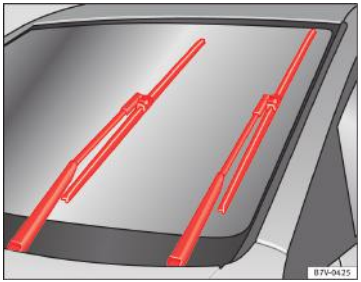

Fig. 137 Ştergătoarele de parbriz în poziția de service
– Puneți şi luați contactul şi (înainte de trecerea a aprox. 9 secunde) mutați maneta ştergătoarelor de parbriz în poziția ştergere intermitentă. Ştergătoarele de parbriz se vor deplasa în poziția de service ⇒ fig. 137.